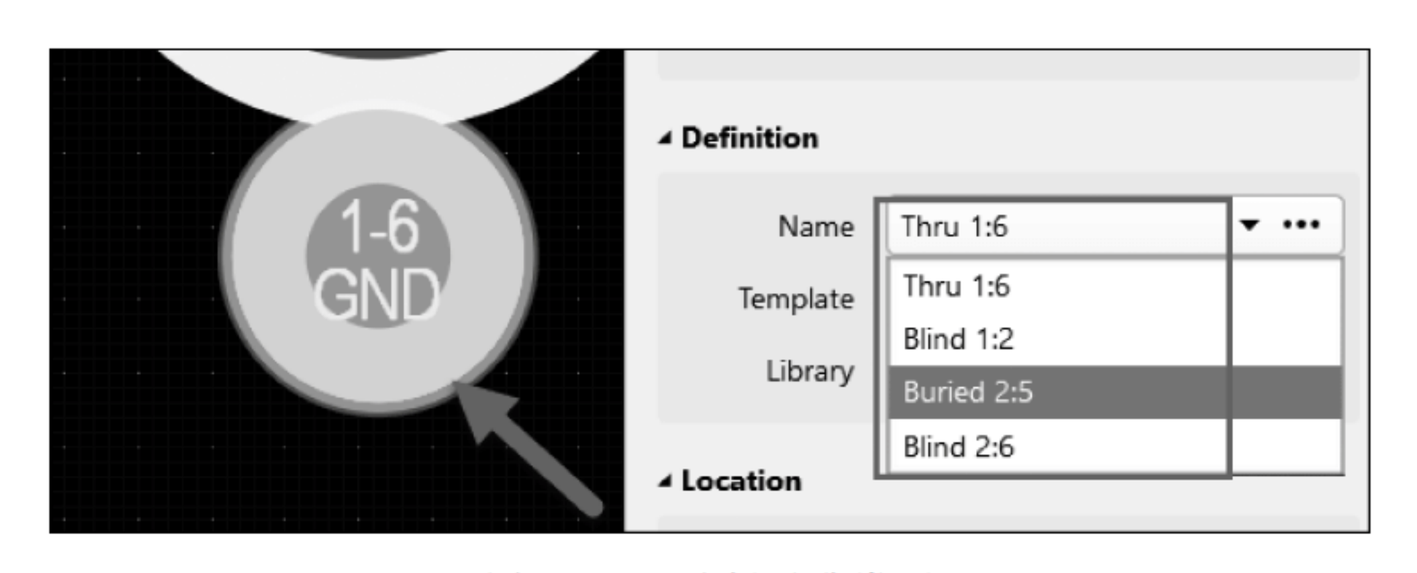

图 1-284　选择过孔类型
(3) 在 PCB 中放置过孔时,在“过孔属性”编辑对话框中选择需要的过孔类型即可,如图 1-284 所示。